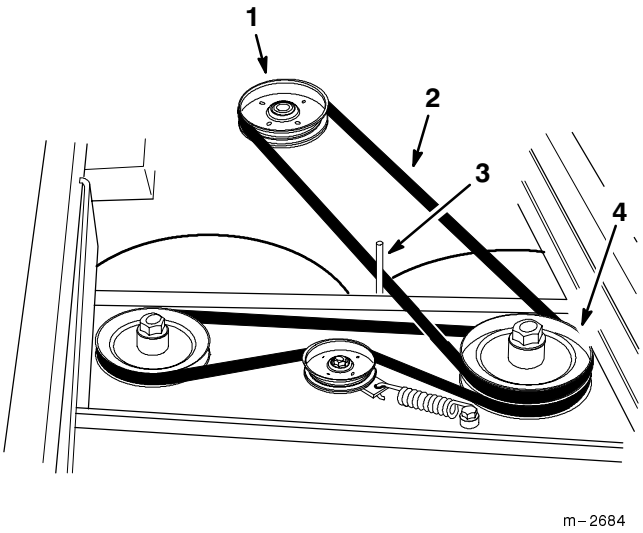

Figure 28
4. Remove the worn drive belt (Fig. 28).
5. Install the new drive belt onto the traction unit drive pulley and the top pulley on the left spindle (Fig. 28).
7. Check the position of the belt guide. The guide should be positioned about 3 mm (1/8”) away from the belt. Adjust the belt guide as necessary (Fig. 28).